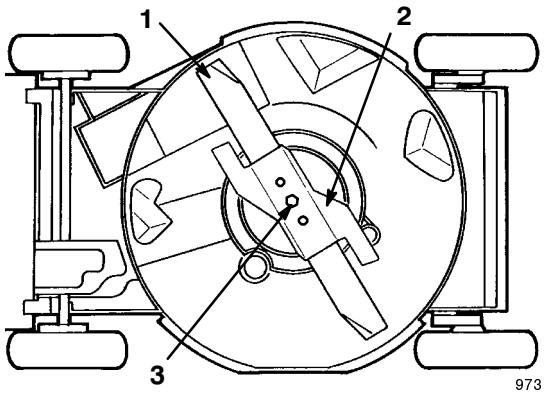

Bild 27
5. Kippen Sie den Rasenmäher auf seine **linke** Seite (Luftfilter hoch) (Bild 27).
Halten Sie das Ende des Messers mit einem stark wattierten Handschuh, oder wickeln Sie einen Lappen um es herum. Bringen Sie die Messerschraube, Sicherungsscheibe, den Beschleunigungsmechanismus und den Messerbalken an (Bild 27).